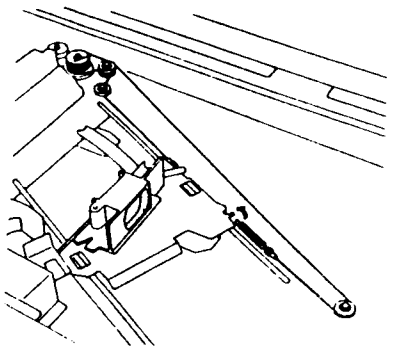

Рис. 7 NZM-0089
4. (Рис. 7): Протяните более длинный конец тросика (отмеряя от шарика) к шкиву и накиньте его на крючок пружины.